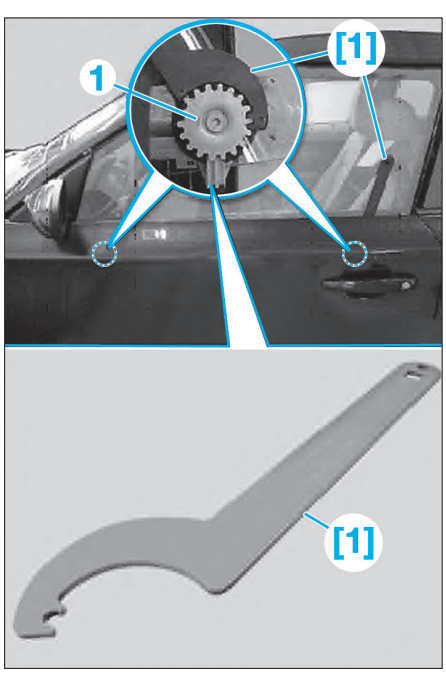

Fig. 113
- [1]. Clé de desserrage de la roue dentée réf. BMW 512340 **(Fig.113)**.
• A l'aide de l'outil [1], desserrer les vis à crochet (1) **(Fig.113)**.